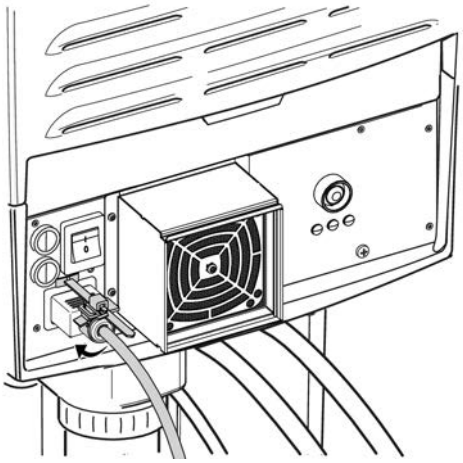

Figure 2-24. Secure with the cable clip
2) Secure the mains cable to the AC/DC power supply with the cable clip according to Figure 2-24 “Secure with the cable clip” on page 36.